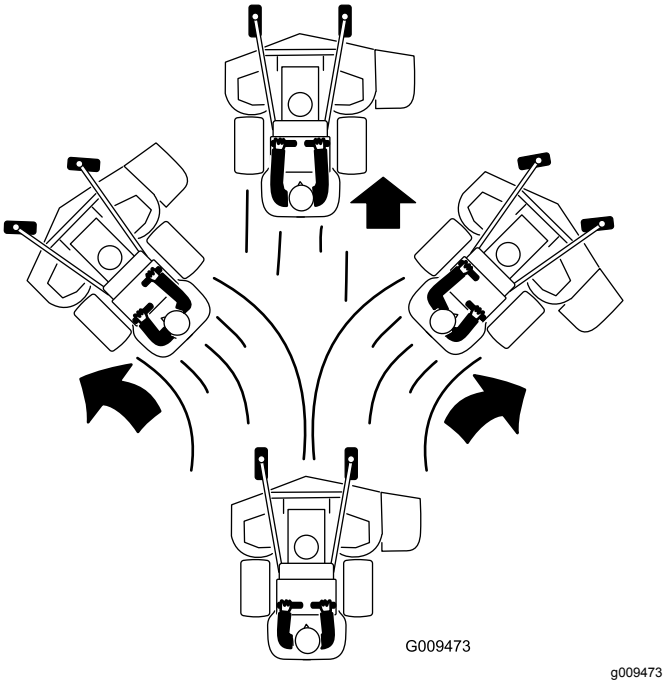

Figur 22
4. Skub bevægelseshåndtagene langsomt fremad (Figur 22).